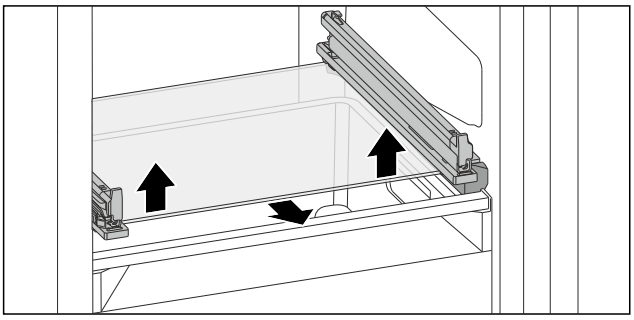

Fig. 120 Tilting drawer glass shelf
▶ Push glass shelf upwards from below on both sides. (see Fig. 120)